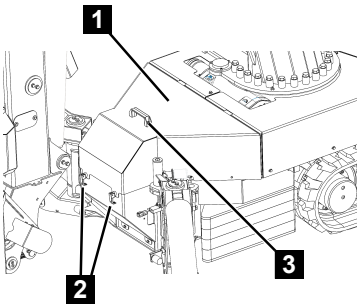

Fig. 161
2. Remove the cover (Fig.161/1) by loosening the catches (Fig.161/2) and using the handle (Fig.161/3).